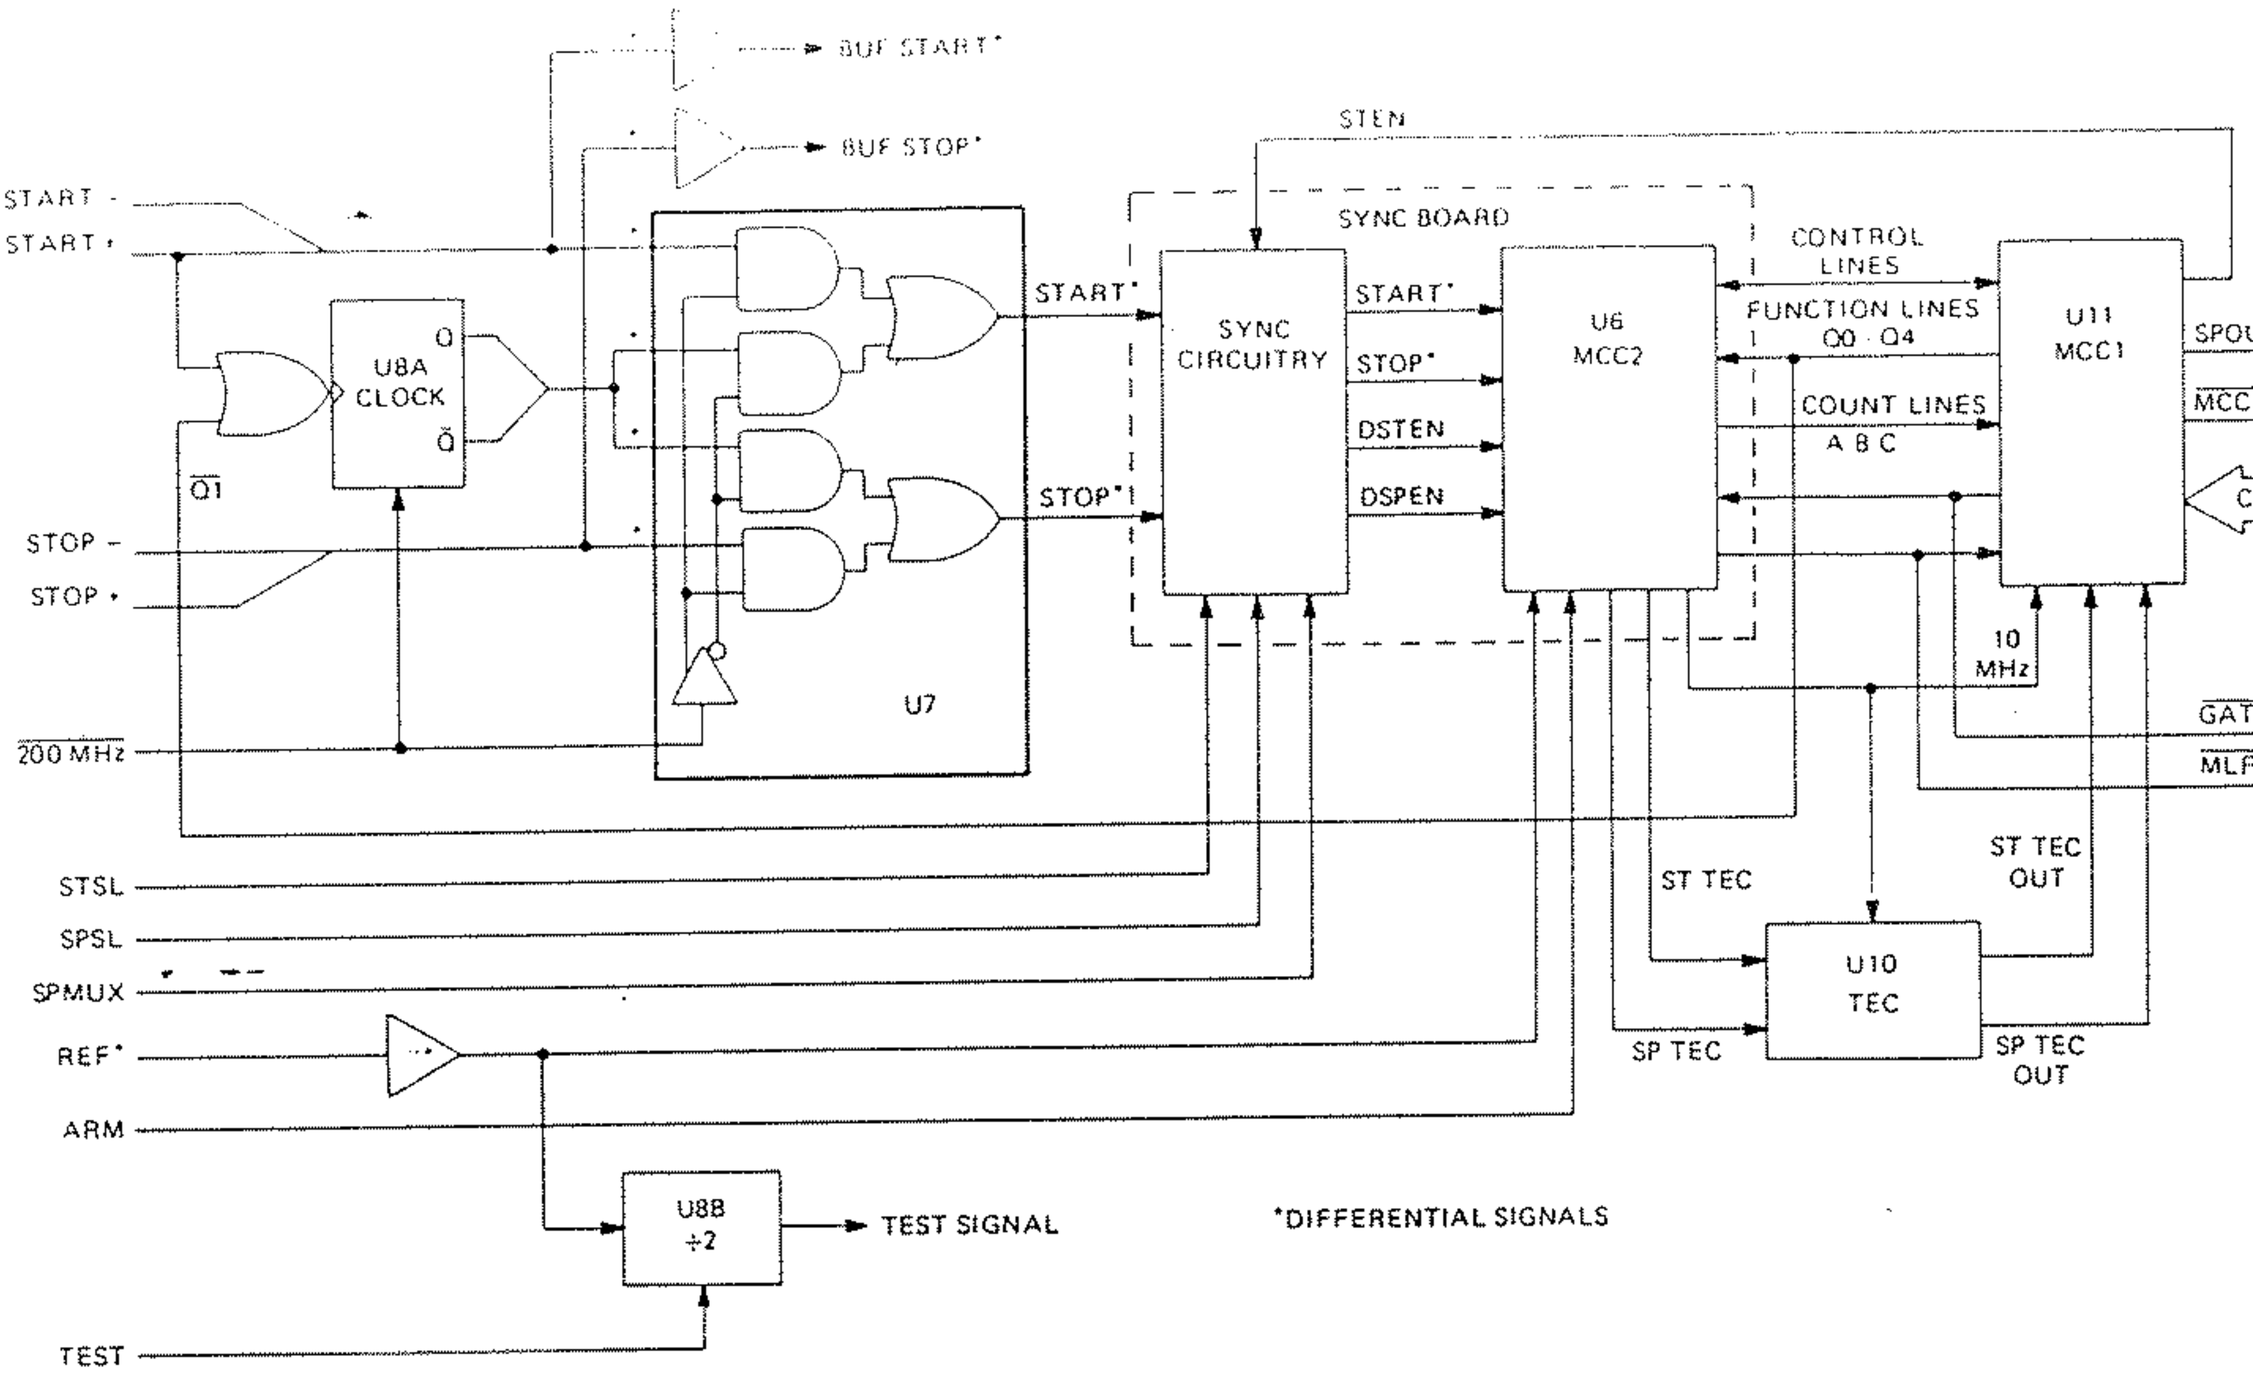

Figure 5.9 - Simplified Diagram for the Measurement Logic Block
5.3.4.4.1 Refer to Figure 5.9 for the following description of the measurement circuit.